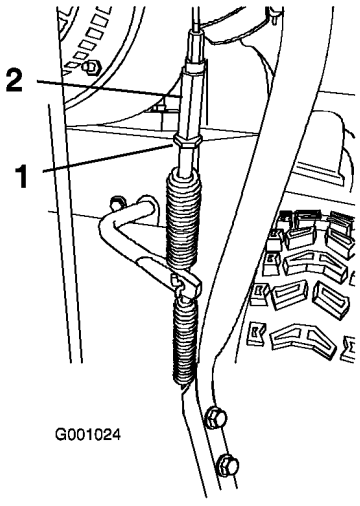

Figur 48
5. Løsne låsemutteren (Figur 48).
6. Løsne eller stram til spennmutteren som tilpasser kabelspenningen (Figur 48).